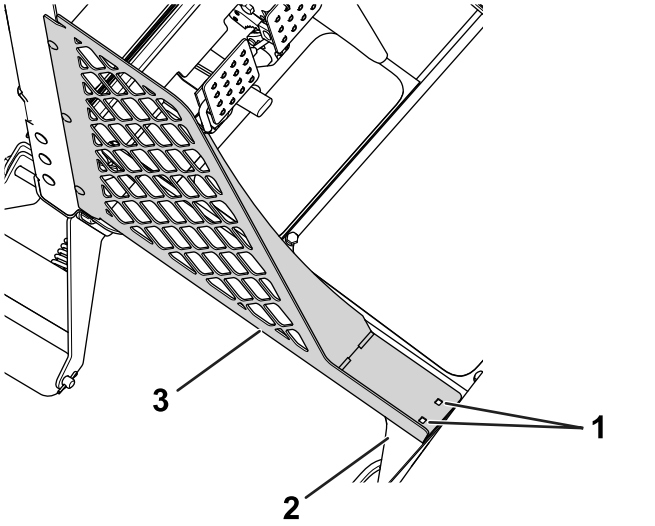

Figur 1
A. Merk av området der den nedre panelenheten møter fotplattformen (Figur 1).